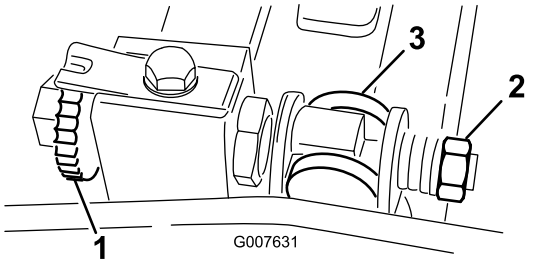

Figur 48
1. Drej bundtværstangens justeringsskrue mod uret for at føre bundkniven væk fra knivcylinderen (Figur 48).
2. Før fjederspændingsmøtrikken bagud, indtil skiven ikke længere sidder stramt mod bundtværstangen (Figur 48).